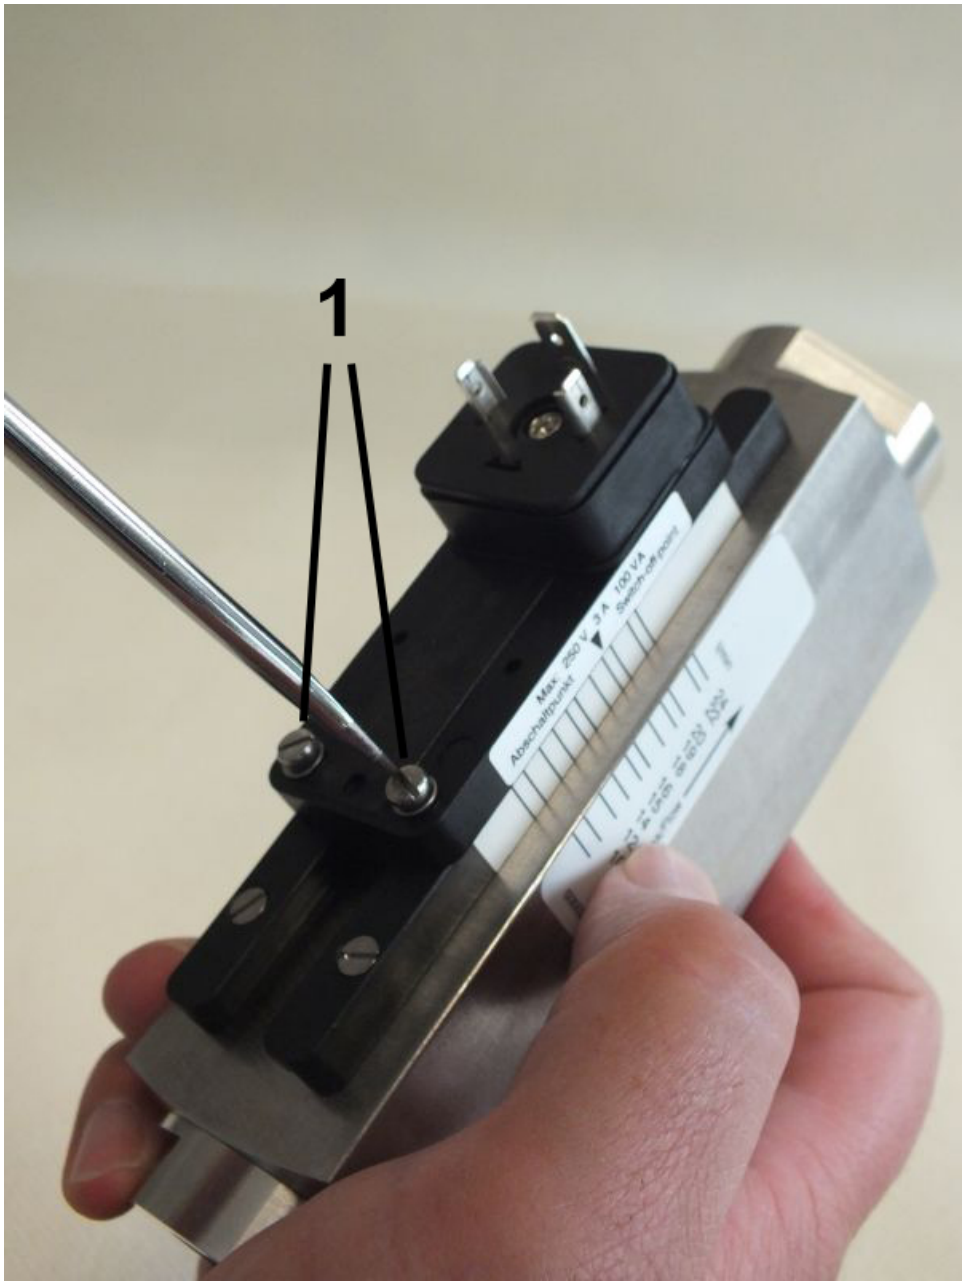

Abb. 38: Feststellschrauben lösen
1. Die Feststellschrauben des Schaltkontaktes (*Abb. 38*/1) mit einem Schlitzschraubendreher lösen.
3. Feststellschrauben des Schaltkontaktes (*Abb. 38*/1) mit einem Schlitzschraubenzieher wieder anziehen. Dabei Schrauben-Anziehdrehmoment beachten.